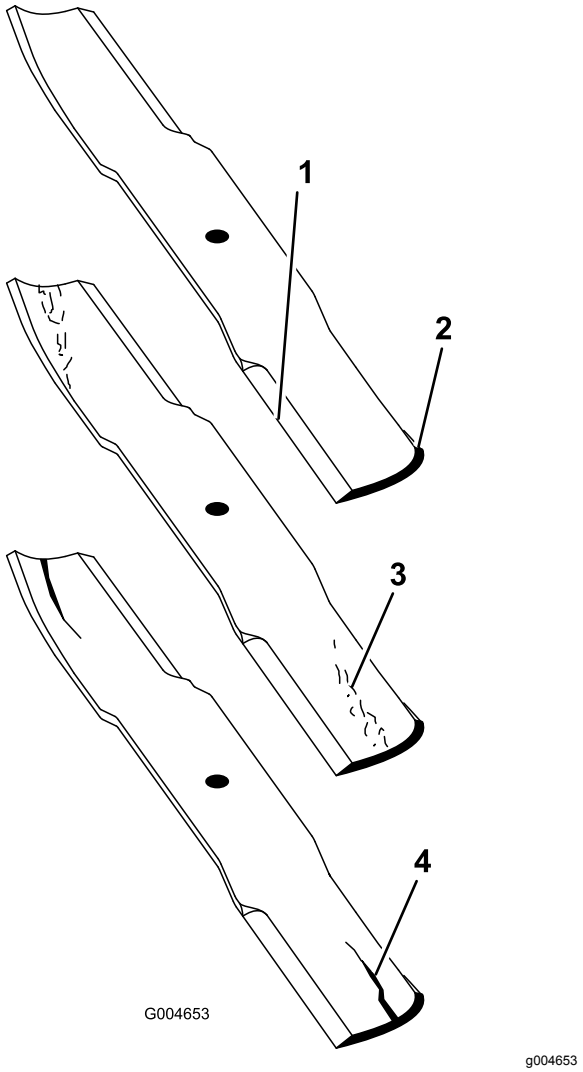

Figuur 118
2. Controleer nauwkeurig de uiteinden van het maaimes, in het bijzonder op de plaats waar het platte en het gebogen deel samenkomen (Figuur 118).
Opmerking: Omdat het metaal dat het platte en het gebogen deel van het mes verbindt, kan wegslijten door zand en ander schurend materiaal, moet u dit steeds controleren voordat u de maaier gaat gebruiken. Als u slijtage (Figuur 118) ziet moet u het mes vervangen.